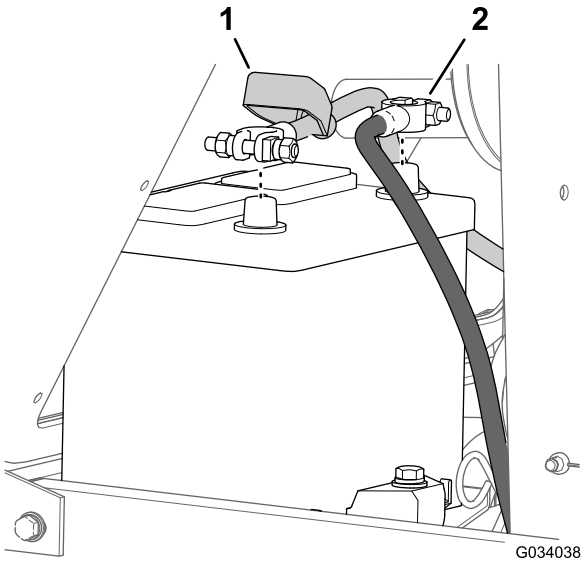

Figur 56
2. Koppla loss minuskabeln (-) från batteripolen (Figur 56).
3. Skjut bort isoleringskåpan från batterikabelns klämma (Figur 56).
4. Lossa pluskabeln (+) från batteripolen (Figur 56).
7. Anslut kablarna. Pluskabeln (+) ska anslutas till batteriets pluspol (Figur 56).
8. Anslut minuskabeln (-) till batteriets minuspol (Figur 56).